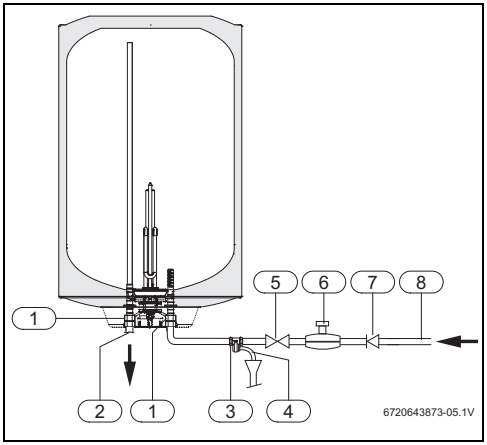

Fig. 13 Raccord d'eau (ES150/200)
- Monter la soupape de sécurité sur le raccordement d'eau froide du ballon d'eau chaude sanitaire (fig. 13, 14).
- Fermer la vanne d'arrêt de l'eau (→ fig. 13, 14).